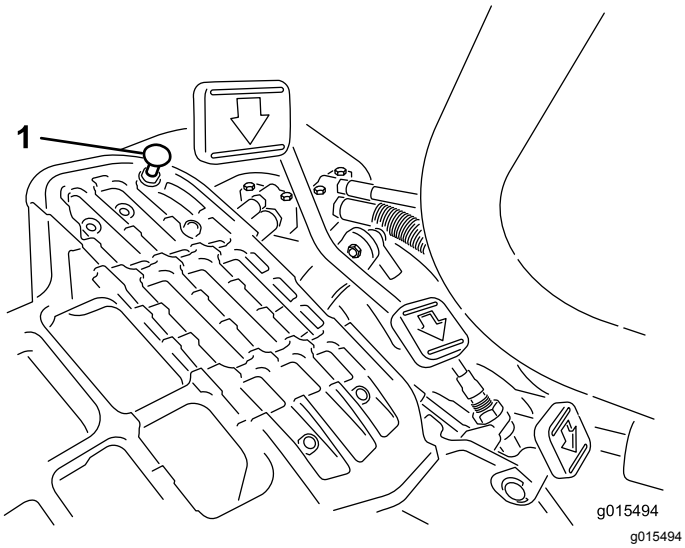

**Figuur 41**
Om de maximale transportsnelheid te verkrijgen, moet u de schakelhendel in de TRANSPORTSTAND zetten en het tractiepedaal intrappen. Als het pedaal contact maakt met de pedaalaanslag (Figuur 41) voordat u
1. Zet de schakelhendel in de TRANSPORTSTAND en draai de borgmoer los waarmee de pedaalaanslag is bevestigd aan de vloerplaat (Figuur 41).